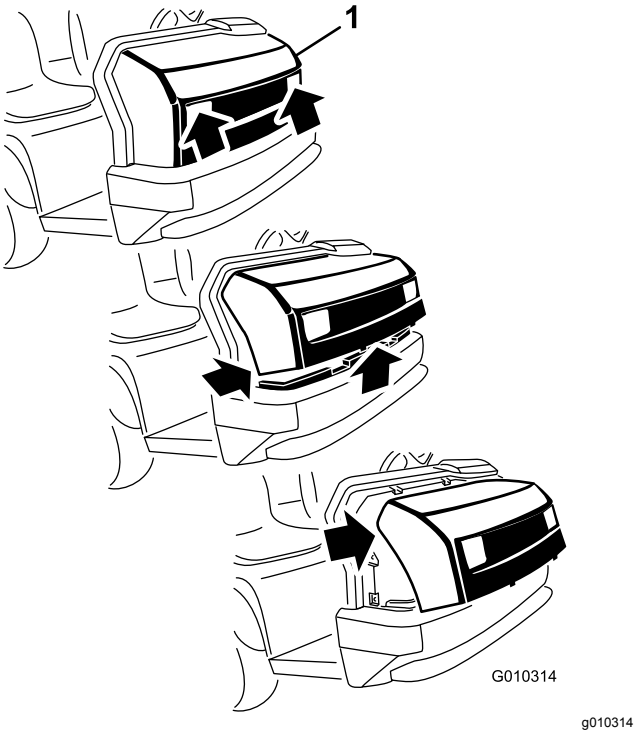

**Figur 28**
1. Mens du har fat i motorhjelmens forlygteåbninger, løfter du op i motorhjelmen for at frigøre de nederste monteringstapper fra stelrillerne (Figur 28).
2. Drej den nederste del af motorhjelmen opad, indtil du kan trække de øverste monteringstapper af stelrillerne (Figur 28).
3. Drej den øverste del af motorhjelmen fremad, og kobl ledningsstikkene fra forlygterne (Figur 28).
2. Indsæt de øverste monteringstapper i stelrillerne (Figur 28).
3. Indsæt de nederste monteringstapper i stelrillerne (Figur 28).